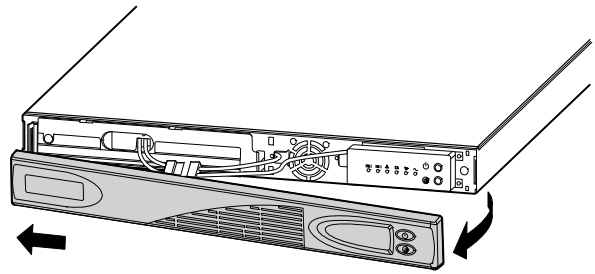

**Figure 2. Removing the UPS Front Cover**
2. Pull the right side of the UPS front cover to release the snaps at the right and middle of the cover (see Figure 2). Remove the UPS front cover from the left side.